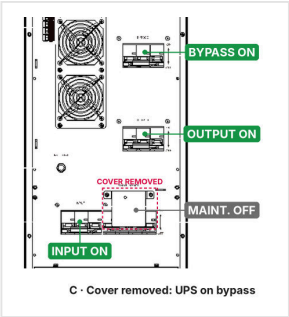

FIGURE 8-1 C — cover removed, UPS on bypass
2. Remove the cover of the **MAINTENANCE** breaker. The door switch opens: the UPS transfers the load to bypass (Figure 8-1).
3. When the touchscreen shows the bypass output voltage, open the **MAINTENANCE** breaker (Figure 8-1).